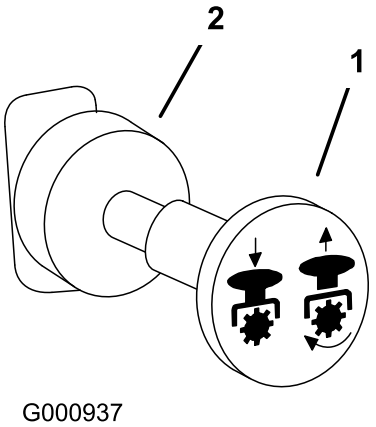

Figur 15
1. Koble fra kraftuttaket, flytt kontrollspakene til nøytral stilling, og bruk parkeringsbremsen (Figur 15).
4. Trekk ut kraftuttaksbryteren for å aktivere den (Figur 15).
Skyv spaken for kraftuttak til stillingen **Av** (Figur 15).